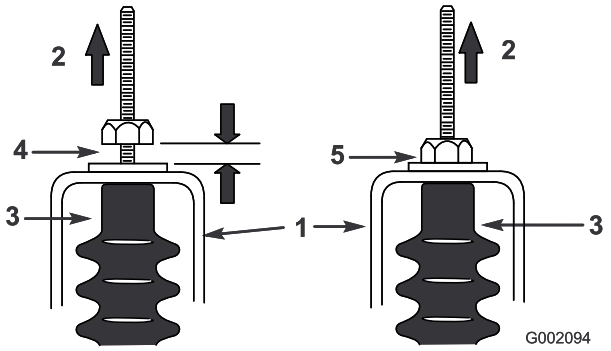

Figure 36
5. Pull up on each shift cable an ensure that there is a 0.03-0.06 inch gap between the nut/washer and the neutral bracket (Figure 36). If there is a not a gap adjust the nuts to achieve a gap of 0.03-0.06 inch.